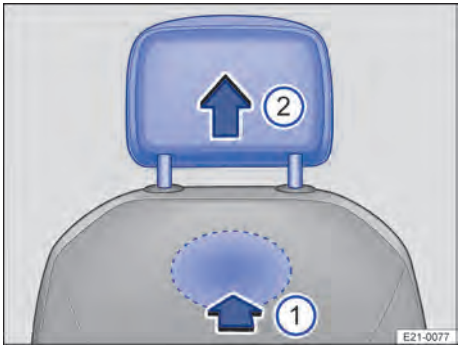

Fig. 83 En la parte posterior del respaldo de los asientos delanteros: desmontar el apoyacabezas.
2. Para desbloquear el apoyacabezas, busque el rebaje situado en la parte posterior del respaldo por la zona marcada y presione con un dedo en el sentido de la flecha → Fig. 83 ①.
4. Extraiga el apoyacabezas por completo en el sentido de la flecha → Fig. 83 ②.